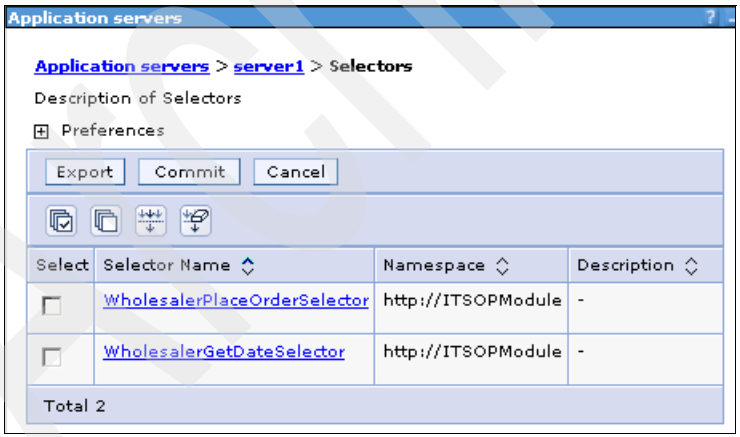

Figure B-18 Selector list in the administrative console
6. From the list of available selectors (Figure B-18), click the selector to work with, and click the selector table to work with.